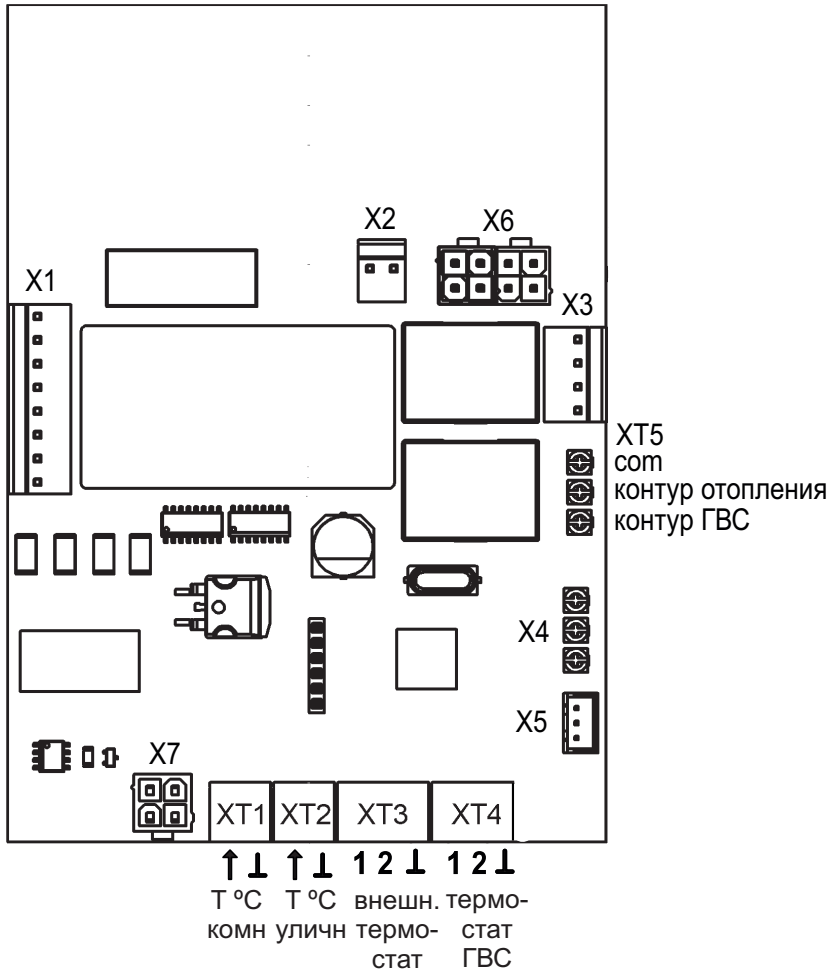

Рисунок 5. Подключение к разъёмам на плате.
Расположение разъёмов для подключения внешних устройств показано на рис. 5.
5.10.3 **разъём XT3** предназначен для подключения внешнего термостата, ведущего котла или управляющих контактов системы управления температурой помещения (MY HEAT GSM, MY HEAT SMART или аналогичной). Для включения нагрева крайние контакты разъёма (1 и ⊥) должны замкнуться, для отключения – разомкнуться. Трёхпроводной термостат следует подключить в соответствии с рис. 5. В случае применения нормально замкнутого (нагрев до размыкания) двухпроводного внешнего воздушного термостата (или ведущего котла), подключаемого к контактам 1 и 2, контакты 2 и ⊥ должны быть соединены перемычкой. Срабатывание термостата вызовет отключение нагрева. При обратном срабатывании нагрев возобновится с параметрами, сохраненными при отключении.
5.10.4 **разъём XT4** предназначен для подключения устройства контроля температуры косвенного водонагревателя, например модуля управления ГВС EVAN AQUA. В качестве устройства может выступать трёхконтактный термостат (подключаемый в соответствии с рис. 5), нормально замкнутый (нагрев до размыкания) двухконтактный термостат (подключаемый к контактам 1 и ⊥) или NTC-датчик 10 кОм (подключаемый к контактам 2 и ⊥).